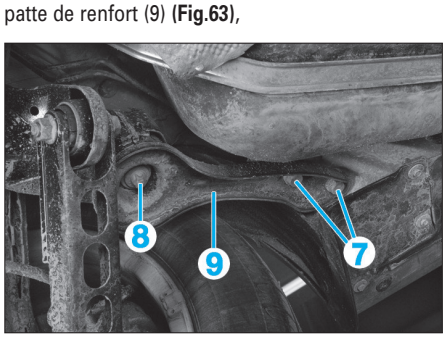

Fig. 63
- des deux côtés, les vis (7), la vis (8) et retirer la patte de renfort (9) **(Fig.63)**,